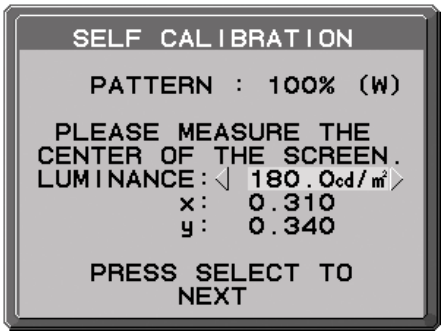

**Рисунок S.4**
6. Отобразится экран измерений. Измерьте яркость и цветность центра дисплея с помощью внешнего цветоанализатора близкого диапазона. Введите измеренное значение в LUMINANCE (ЯРКОСТЬ) и CHROMATICITY (ЦВЕТНОСТЬ) с помощью клавиш управления, а затем нажмите SELECT (**Рисунок S.4**).